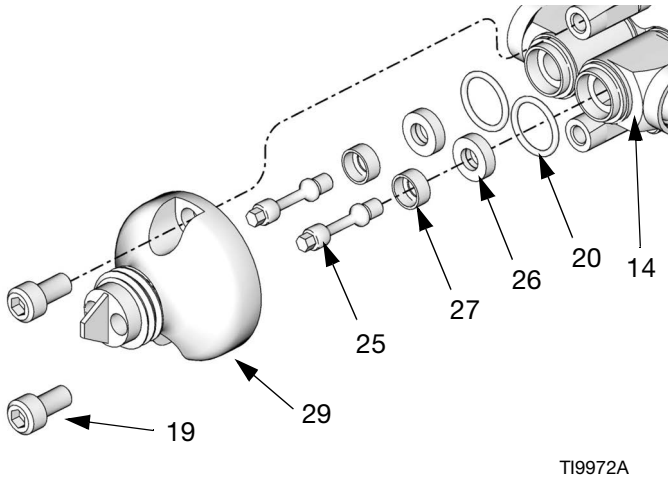
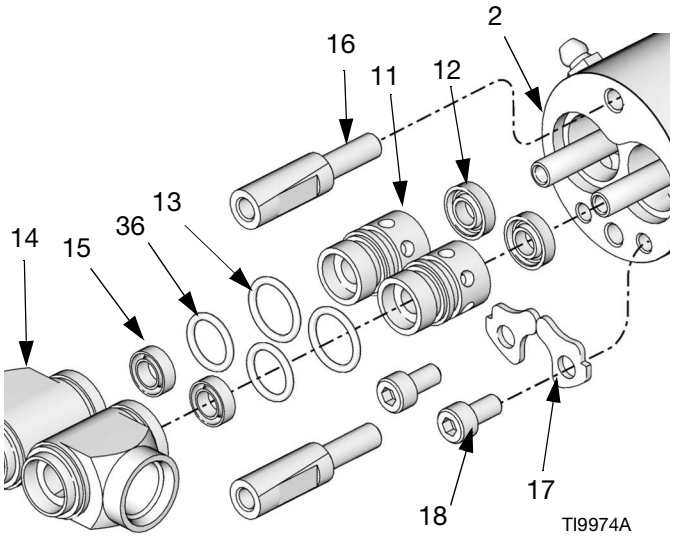

ABB. 5
ABB. 7
3. Entfernen Sie die zwei Mundstückschrauben (19) und ziehen Sie das Mundstück (29) vom Ventil ab. Bauen Sie bei den Modellen 255179 und 255181 die Nadelsitze (27) und O-Ringe (20) aus. Siehe ABB. 5.
4. **Nur 255179 und 255181:** Verwenden Sie einen 5/32 Zoll Sechskantschlüssel (4 mm), um die Nadel (25) abzuschrauben. Falls sich die Welle (5) dreht, stecken Sie einen Zentrierstift in die Wellenbohrung, um sie zu fixieren; schrauben Sie dann die Nadel ab. Schieben Sie die Dichtung (26) von der Nadel herunter. Wiederholen Sie den Vorgang für die andere Nadel (25).
5. Entfernen Sie die zwei Materialgehäuseschrauben (18) und Klemmen (17) vom Materialgehäuse (14). Schieben Sie das Materialgehäuse (14) vom Druckluftzylinder (2) ab. Siehe ABB. 7.
6. Entfernen Sie die Lager (11), die O-Ringe (36, 13) der Lager und die sekundären Materialdichtungen (12, 15).
1. Schmieren Sie die Lager (11), O-Ringe (13, 36) und Dichtungen (12, 15). Legen Sie die O-Ringe (13, 36) auf die Lager. Schieben Sie die Dichtungen (12) vorsichtig in die Lageröffnungen, so dass die Dichtungslippen zum Lager zeigen. Legen Sie die Dichtungen (15) in das Lager, so dass die Feder aus dem Gehäuse zeigt. Achten Sie darauf, die Dichtungslippen nicht zu beschädigen. Siehe ABB. 7.
2. Schieben Sie die Lager (11) in den Druckluftzylinder (2).
3. Fetten Sie das Materialgehäuse (14) und bringen Sie es über den Lagern (11) an. Bringen Sie die Klemmen (17) und Schrauben (18) an. Mit 2,8-3,4 N•m (25-30 in-lb) festziehen.
4. **Setzen Sie für die Modelle 255180, 255182, 255900, 255901 und 255902** die Dichtungen (28) und Sitze (27) ein.
5. Schrauben Sie die Nadel (25) ein und ziehen Sie sie mit einem Drehmoment von 2,8-3,4 N•m (25-30 in-lb) fest. Siehe ABB. 5.